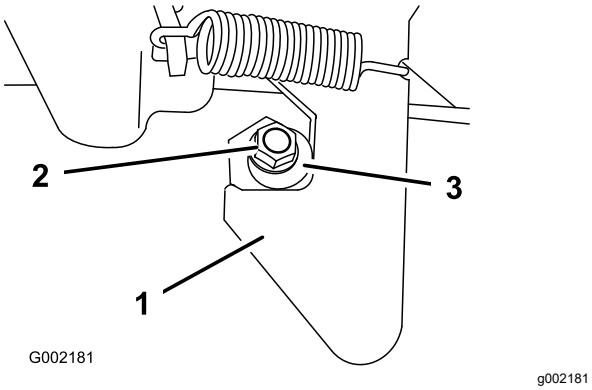

Figuur 71
1. Draai de borgmoer op het uiteinde van de vergrendelstang los (Figuur 71).
2. Draai de vergrendelstang rechtsom tot deze stevig tegen het gehaakte gedeelte van de vergrendeling aandrukt (Figuur 71).